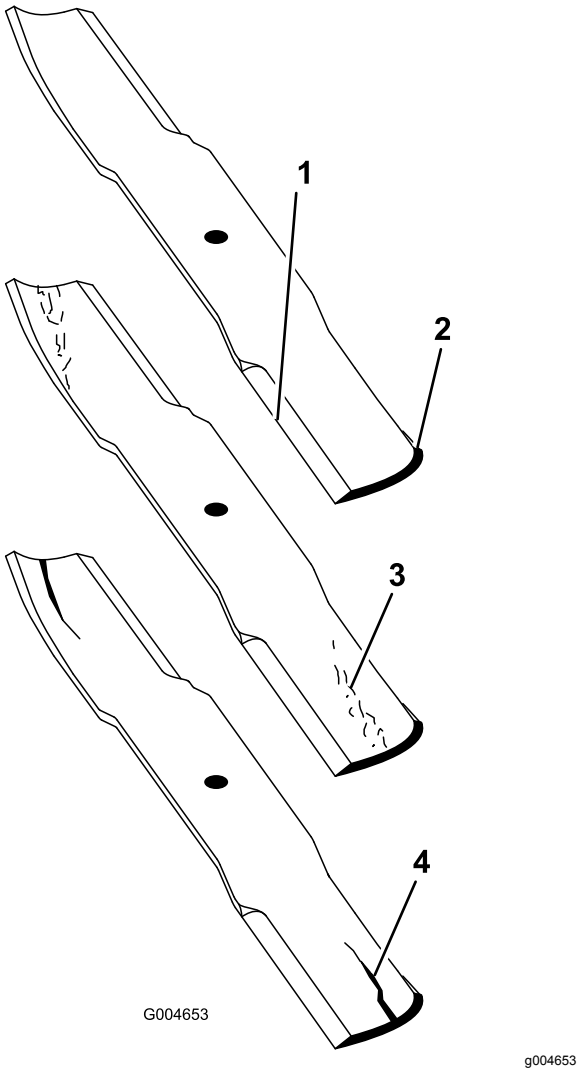

Figur 25
2. Undersøk kniveggene nøye, særlig der de flate og bøyde delene av kniven møtes (Figur 25).
Merk: Siden sand og slipende materiale kan slite på metallet mellom den flate og bøyde delen av kniven, kontrollerer du kniven før du bruker klippeenheten. Skift ut kniven hvis du oppdager slitasje (Figur 25).